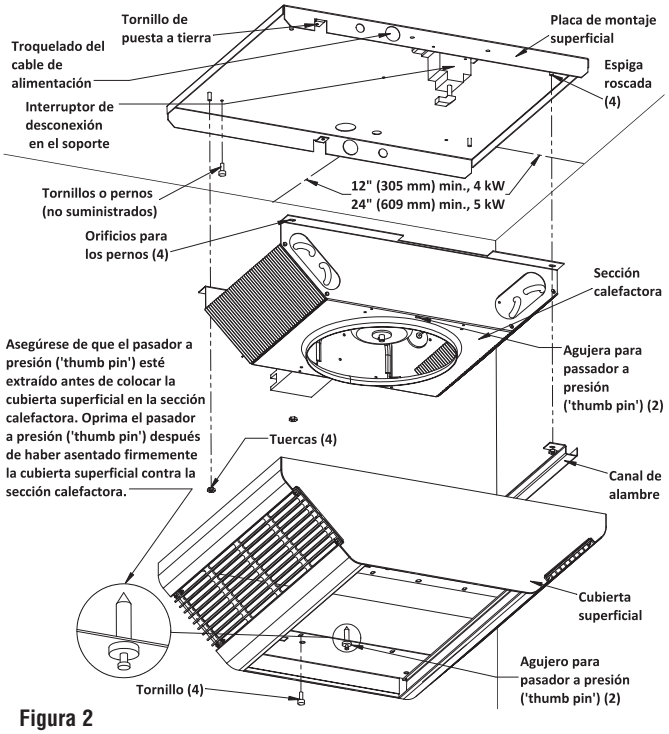

Figura 2
6. Posicione la placa de montaje superficial contra el cielorraso y asegúrela con pernos o tornillos (Figura 2). Vea la Advertencia n.º 9. Conecte el cable de puesta a tierra al tornillo verde de tierra de la placa de montaje superficial.
10. Posicione la sección calefactora sobre las espigas roscadas de la placa de montaje superficial (Figura 2).
11. Empuje la sección del calefactor contra los pernos y coloque dos tuercas (incluidas) en los pernos para sujetar la mitad de la sección del calefactor opuesta a los cables enfundados a la placa de montaje en superficie. Empuje el cablecanal contra los pernos asegurándose de que los cables enfundados queden adentro del cablecanal y coloque dos tuercas (incluidas) en los pernos para s ujetar el cablecanal y la otra mitad del calefactor a la placa de montaje en superficie. (Figura 2).
SI NO SE INSTALAN LAS CUATRO TUERCAS DE MONTAJE, EL CALEFACTOR PODRÍA CAER (VEA LA FIGURA 2).
NOTA: asegúrese de que el pasador a presión ('thumb pin') de cada extremo de la abertura de la rejilla de descarga esté extraído, para permitir que el cuerpo de estos pasadores encaje en los agujeros de la sección calefactora (Figura 2).
15. Instale y apriete firmemente los cuatro tornillos (suministrados) para asegurar la cubierta superficial a la sección calefactora (Figura 2).
SI NO SE INSTALAN LOS CUATRO TORNILLOS, LA CUBIERTA SUPERFICIAL PODRÍA CAER (VEA LA FIGURA 2).